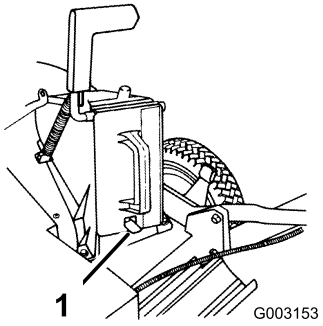

Рисунок 8
3. Вставьте заглушку до упора так, чтобы подпружиненная скоба в нижней части заглушки защелкнулась на своем месте, надежно зафиксировав заглушку в туннеле выброса (Рисунок 8).